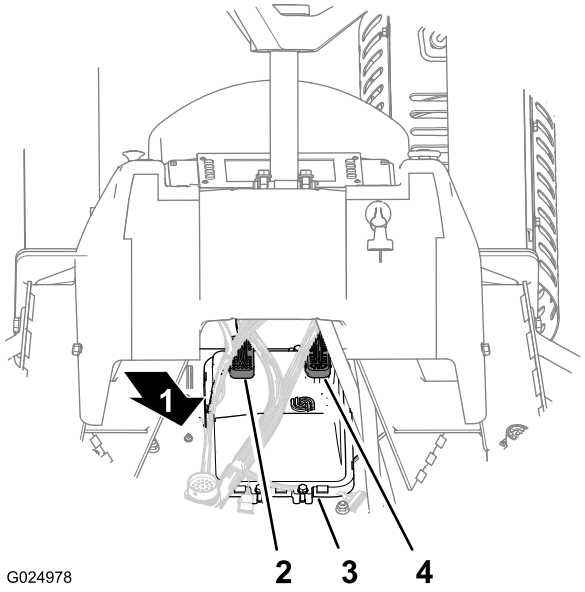

Figure 118
2. Disconnect the 50-socket connector (CPU 1) from the back of the computer module (Figure 118).
3. Disconnect the 38-socket connector (CPU-2) from the back of the computer module (Figure 118).
1. Connect the 38-socket connector (CPU-2) to the back of the computer module (Figure 118).
2. Connect the 50-socket connector (CPU 1) to the back of the computer module (Figure 118).